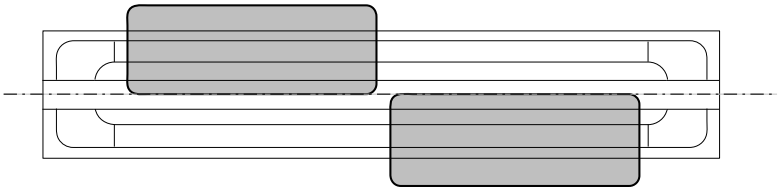

Figure 1 Correct cutting position
k) Make sure that the cutting position is exactly horizontal and that the knife does not cut into the inductor, see Fig 1.